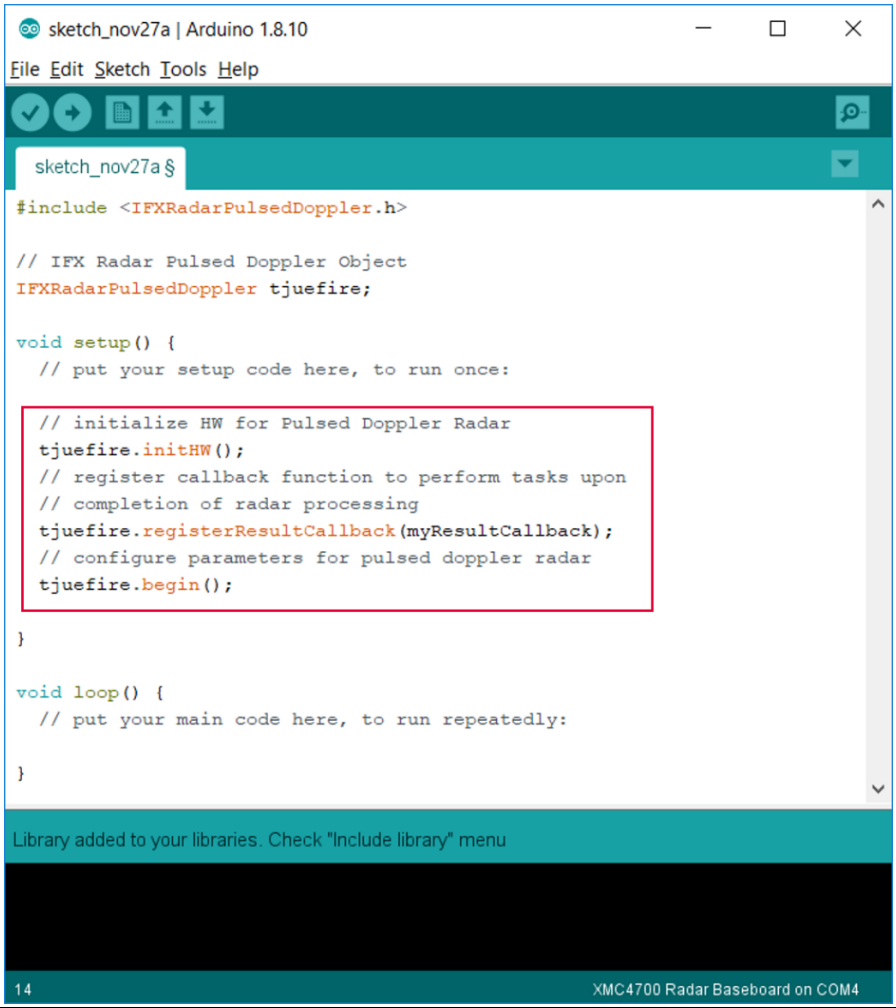

Figure 13 Initializing hardware and parameters for Pulsed Doppler Radar
3. Next, some steps are required to initialize the hardware for the Pulsed Doppler Radar and also to configure the parameters. All these are to be done within the setup() routine (Figure 13).